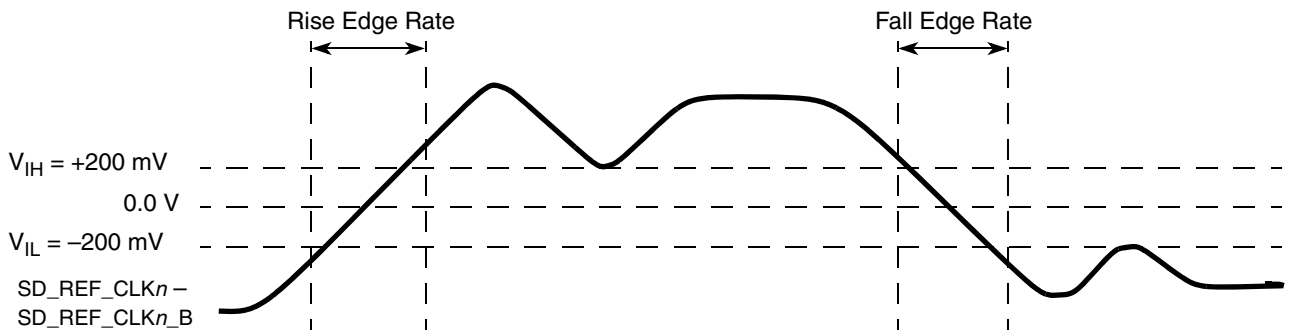

Figure 42. Differential Measurement Points for Rise and Fall Time
3. Measured from –200 mV to +200 mV on the differential waveform (derived from SD_REF_CLKn minus SD_REF_CLKn_B). The signal must be monotonic through the measurement region for rise and fall time. The 400 mV measurement window is centered on the differential zero crossing. See Figure 42.